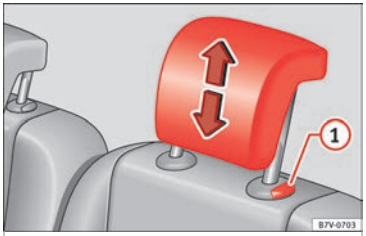

Fig. 153 Fitting the head restraints in the second or third row of seats
- Pull out the head restraint ››› Fig. 153 ① with the button pressed.